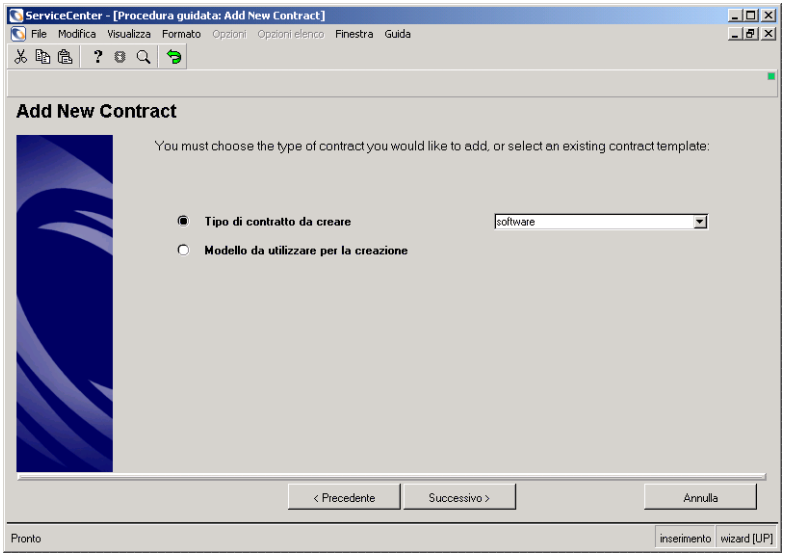

Figura 8-29: Procedura guidata di aggiunta di un nuovo contratto
6. La Figura 8-29 mostra la casella di riepilogo che consente di scegliere un tipo di contratto. Scegliere **software**. Fare clic su **Successivo**.